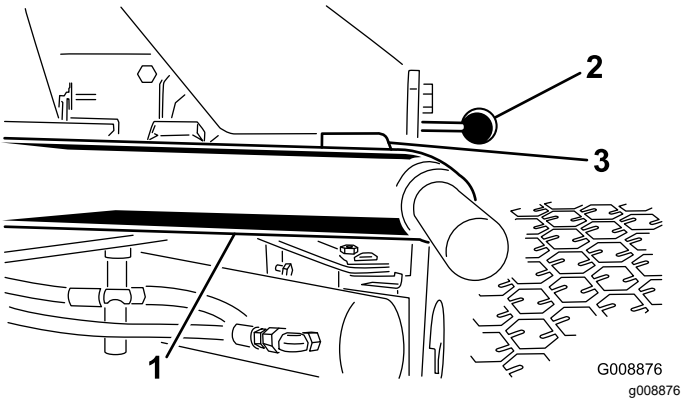

Rysunek 25
1. Uruchomić silnik, podnieść ramiona i skontrolować luz między każdym ramieniem a uchwytem płyty podłogowej – winien on mieścić się w zakresie 5-8 mm (Rysunek 25).